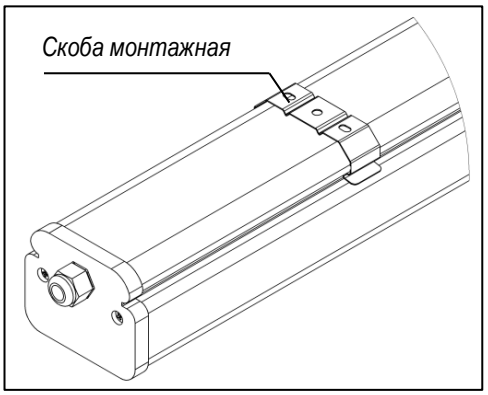

Рисунок 1
5.2 Закрепить монтажные скобы (рисунок 1) к опорной поверхности. При креплении монтажных скоб использовать метизы соответствующие типу опорной поверхности (в комплект поставки не входят).